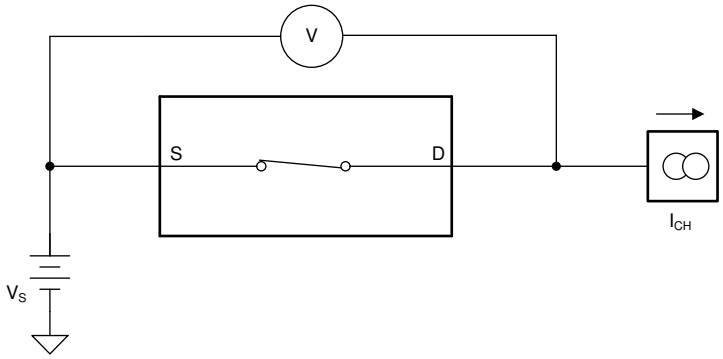

図 26. On-Resistance Measurement Setup
The on-resistance of the MUX36xxx is the ohmic resistance across the source (Sx, SxA, or SxB) and drain (D, DA, or DB) pins of the device. The on-resistance varies with input voltage and supply voltage. The symbol R_{ON} is used to denote on-resistance. The measurement setup used to measure R_{ON} is shown in 図 26. Voltage (V) and current (I_{CH}) are measured using this setup, and R_{ON} is computed as shown in 式 1: